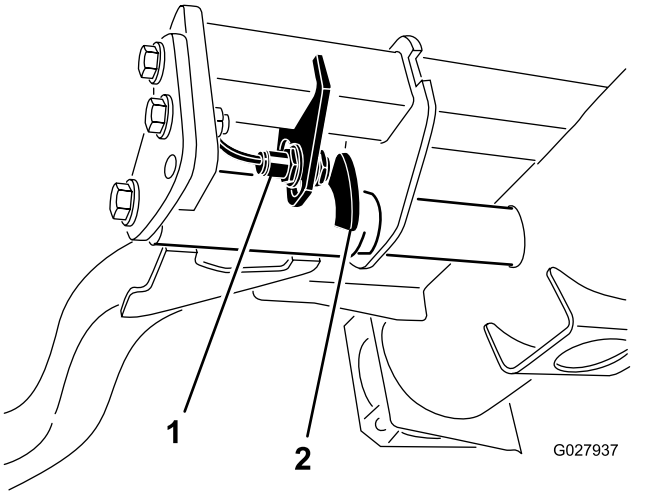

Figur 54
2. Løftearmsbryteren finnes under den hydrauliske tanken bak den fremre, høyre løftearmen (Figur 54).
3. Løsne bryterens festeskruer og flytt bryteren ned for å heve løftearmens vendehøyde, eller flytt bryteren opp for å senke løftearmens vendehøyde (Figur 54).